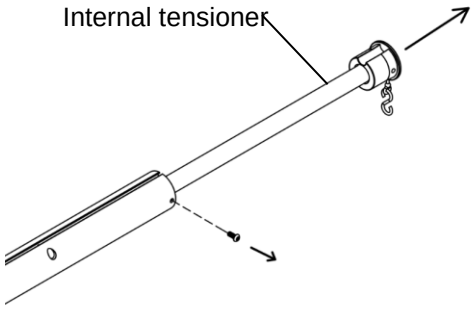

Figure 5
9. **Figure 5**. Remove the internal tensioner from the rolling pipe.